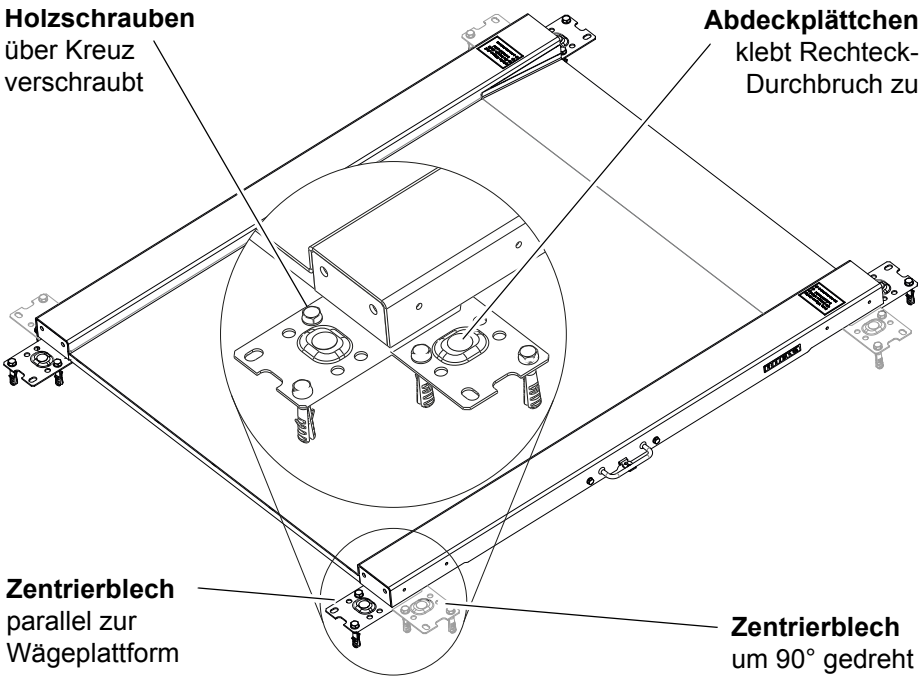

Abb. 7 Montierte Zentrierbleche
Die Zentrierbleche können parallel zur Wägeplattform oder um 90° gedreht ausgerichtet werden (siehe Abb. 7, S. 19).
3. **Pro Zentrierblech zweimal über Kreuz bohren (siehe Abb. 7, S. 19).**
3. **Zentrierbleche parallel zur Wägeplattform ausrichten (siehe** Abb. 7, S. 19**).**